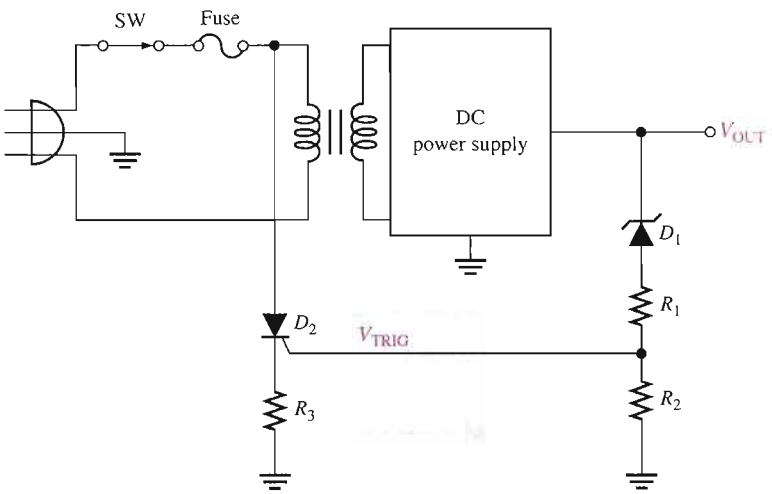

FIGURE 11–20
▲ **FIGURE 11–19**
The SCR's gate is at a voltage established by the voltage divider made up of R_2 and R_3. Under these conditions the lamp is illuminated by the ac input power and the SCR is off, as shown in Figure 11–19(a).
When there is an interruption of ac power, the capacitor discharges through the closed path D_3, R_1, and R_3, making the cathode less positive than the anode or the gate. This action establishes a triggering condition, and the SCR begins to conduct. Current from the battery is through the SCR and the lamp, thus maintaining illumination, as shown in Figure 11–19(b). When ac power is restored, the capacitor recharges and the SCR turns off. The battery begins recharging.
Figure 11–20 shows a simple over-voltage protection circuit, sometimes called a "crowbar" circuit, in a dc power supply. The dc output voltage from the regulator is monitored by the zener diode (D_1) and the resistive voltage divider (R_1 and R_2). The upper limit of the output voltage is set by the zener voltage. If this voltage is exceeded, the zener conducts and the voltage divider produces an SCR trigger voltage. The trigger voltage turns on the SCR, which is connected across the line voltage. The SCR current causes the fuse to blow, thus disconnecting the line voltage from the power supply.
1. If the potentiometer in Figure 11–16 is set at its midpoint, during what part of the input cycle will the SCR conduct?
2. In Figure 11–19, what is the purpose of diode D_3?